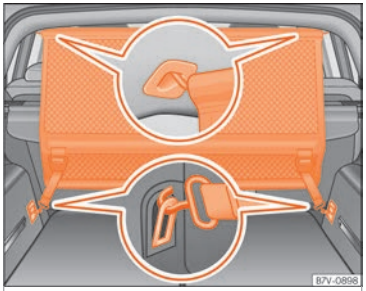

Fig. 171 In the boot: install the net partition behind the second row of seats.
- Hook in the net partition on the left-hand side roof support ››› Fig. 171. To do this, guide the rod from up to down.
- Secure the net partition hooks into the straps in the front of the boot ››› Fig. 171 then tighten the belts.
- Hook in the net partition on the front left-hand side roof support ››› Fig. 171. To do this, guide the rod from up to down.
- Release the net partition hooks from the rings ››› Fig. 171.
- Unhook the net partition on the right-hand side roof support ››› Fig. 171 by pressing on the rod.